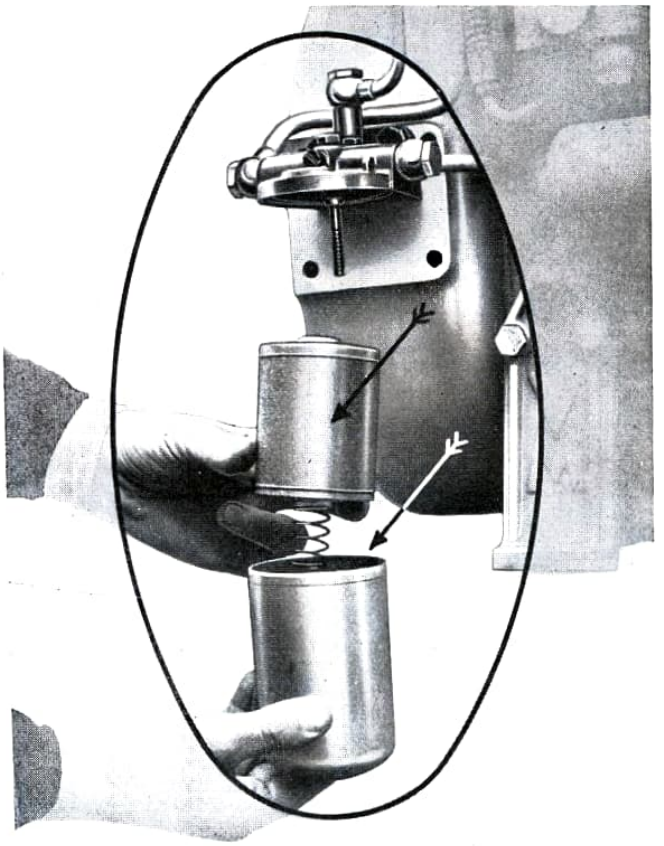

Fig. 5
4) **Pour le nettoyage du filtre du combustible on doit faire de la manière suivante,** (Fig. 5) :